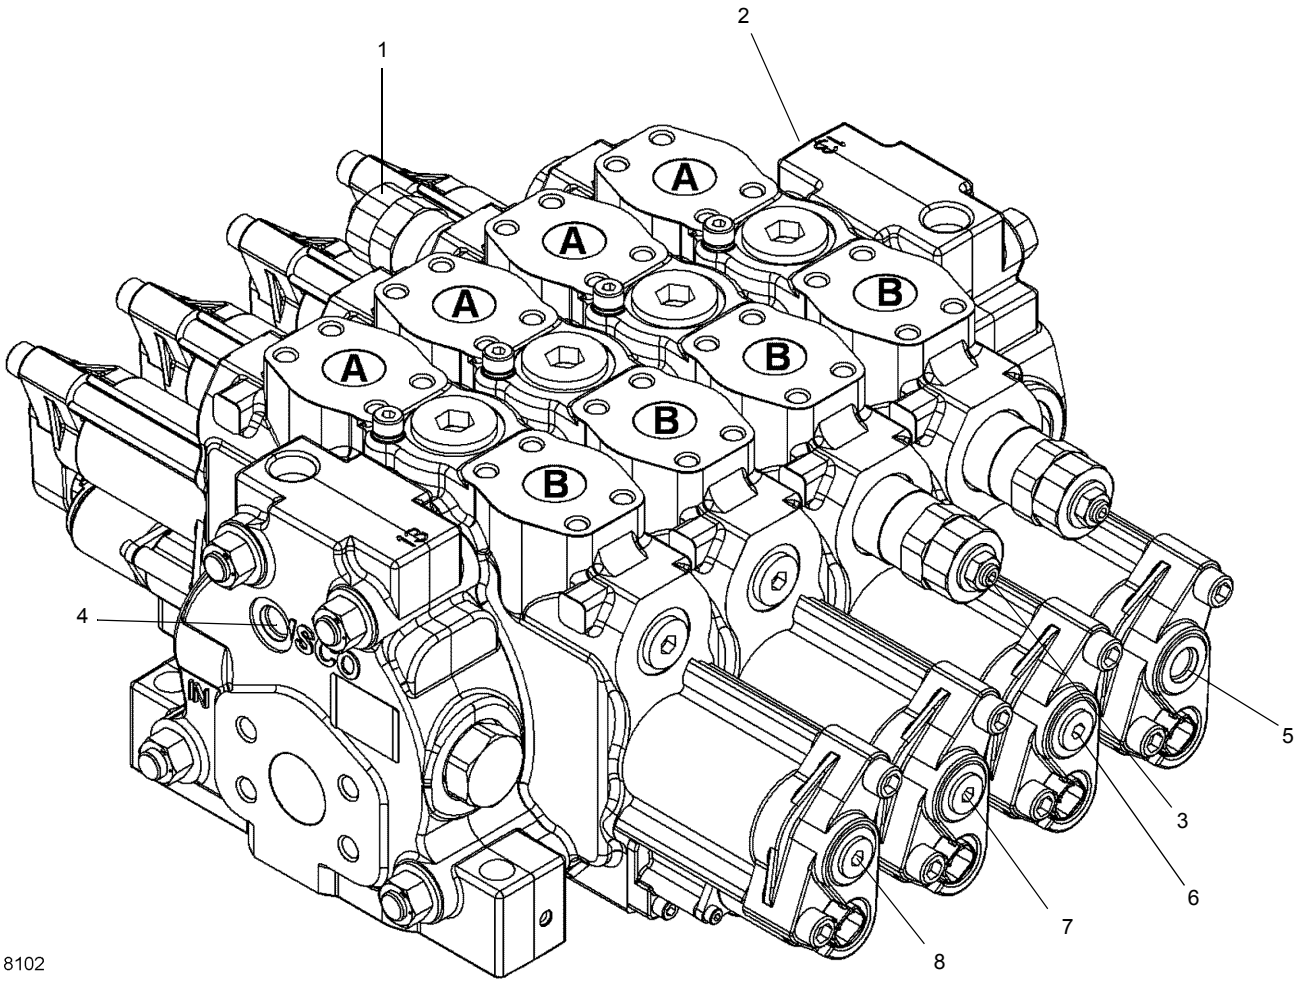

FIGURA 2-10
7. Si la pluma no está instalada, instale un conector de desconexión rápida para diagnóstico de presión con manómetro en la boquilla de prueba de la lumbrera GP7 de la válvula de control de sentido principal (Figura 2-10).
9. Arranque el motor y acelérelo a la aceleración máxima. Intente extender la sección telescópica moviendo la palanca de control lentamente hasta el final de su carrera. Enrosque la válvula de alivio de la lumbrera de trabajo para aumentar la presión o desenrósquela para reducirla hasta que el manómetro indique 24.2 ±0.4 MPa (2700 ± 50 psi) (Figura 2-10).
10. Si la pluma está instalada, arranque el motor y acelérelo a la aceleración máxima. Extienda la pluma completamente y sosténgala en esa posición. Enrosque la válvula de alivio de la lumbrera de trabajo para aumentar la presión o desenrósquela para reducirla hasta que el manómetro indique 24.2 ±0.4 MPa (2700 ±50 psi) (Figura 2-10).
12. Si la pluma no está instalada, instale un conector de desconexión rápida para diagnóstico de presión con manómetro en la boquilla de prueba de la lumbrera GP7 de la válvula de control de sentido principal (Figura 2-10).
14. Arranque el motor y acelérelo a la aceleración máxima. Intente retraer la sección telescópica moviendo la palanca de control lentamente hasta el final de su carrera. Enrosque la válvula de alivio de la lumbrera de trabajo para aumentar la presión o desenrósquela para reducirla hasta que el manómetro indique 22.5 ±0.4 MPa (3000 ± 50 psi) (Figura 2-10).
15. Si la pluma está instalada, arranque el motor y acelérelo a la aceleración máxima. Retraiga la pluma completamente y sosténgala en esa posición. Enrosque la válvula de alivio de la lumbrera de trabajo para aumentar la presión o desenrósquela para reducirla hasta que el manómetro indique 22.5 ±0.4 MPa (3000 ±50 psi) (Figura 2-10).
2. Instale un acoplador de desconexión rápida para diagnóstico y revisión de presión con manómetro en la boquilla de prueba de la lumbrera GP7 de la válvula de control de sentido principal (Figura 2-10).
4. Para cada función, conecte un adaptador de prueba y un manómetro en las tapas terminales del circuito piloto, una a la vez: en la lumbrera GPA para la elevación del malacate principal, en la lumbrera GPB para elevación del malacate aux, en la lumbrera GPC para retracción del cilindro telescópico y en la lumbrera GPD para bajada (Figura 2-10).
6. Ajuste la corriente máxima para elevación del malacate principal (Figura 2-10). Mueva la palanca de control hasta la posición de activación máxima, monitoree el manómetro, ajuste la Imax [mA] para alcanzar 295 psi y luego ajuste a 300 psi +0/-5 psi. Tenga en cuenta que será necesario presionar el botón de fijar que se encuentra en la parte inferior de la ventana antes de que se produzca el efecto.
8. Repita este proceso para la elevación del malacate auxiliar (GPB), la retracción telescópica (GPC) y la bajada de la pluma (GPD) (Figura 2-10)